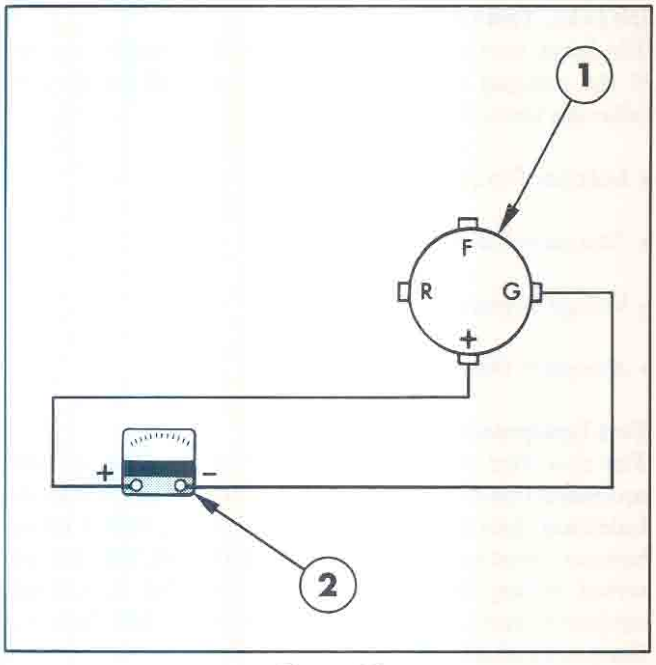

Figure 10
2. With the key starter switch OFF and the engine stopped, connect the voltmeter negative lead to ground and the positive lead to the output terminal at the isolation diode heat sink, Figure 10. The voltmeter should indicate battery voltage.